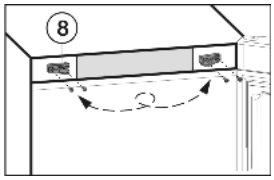

Fig. 7
- ▶ Unscrew the bearing element *Fig. 7 (8)*, turn it 180° and transfer it to the opposite side. Possibly make preliminary holes with a bradawl or use a cordless screwdriver.